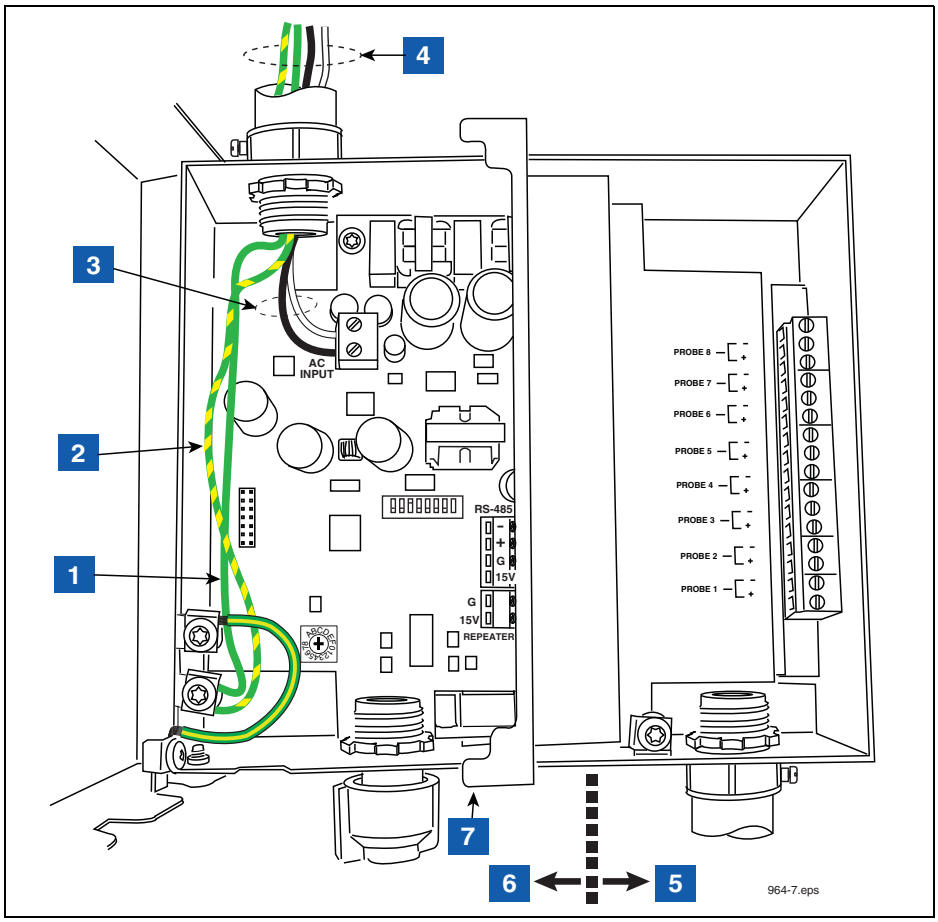
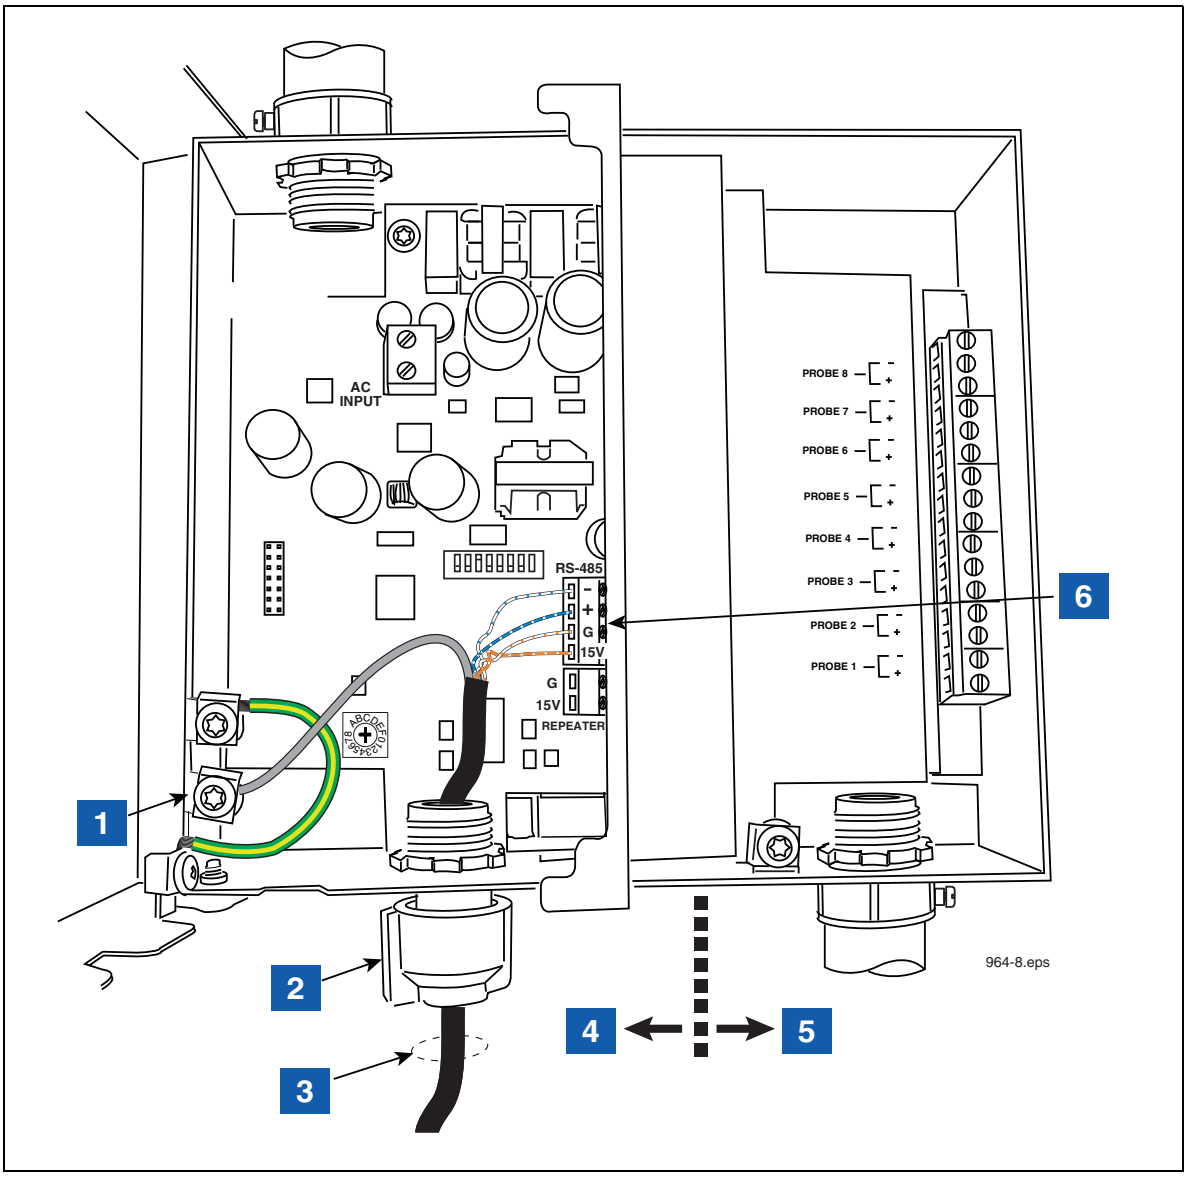
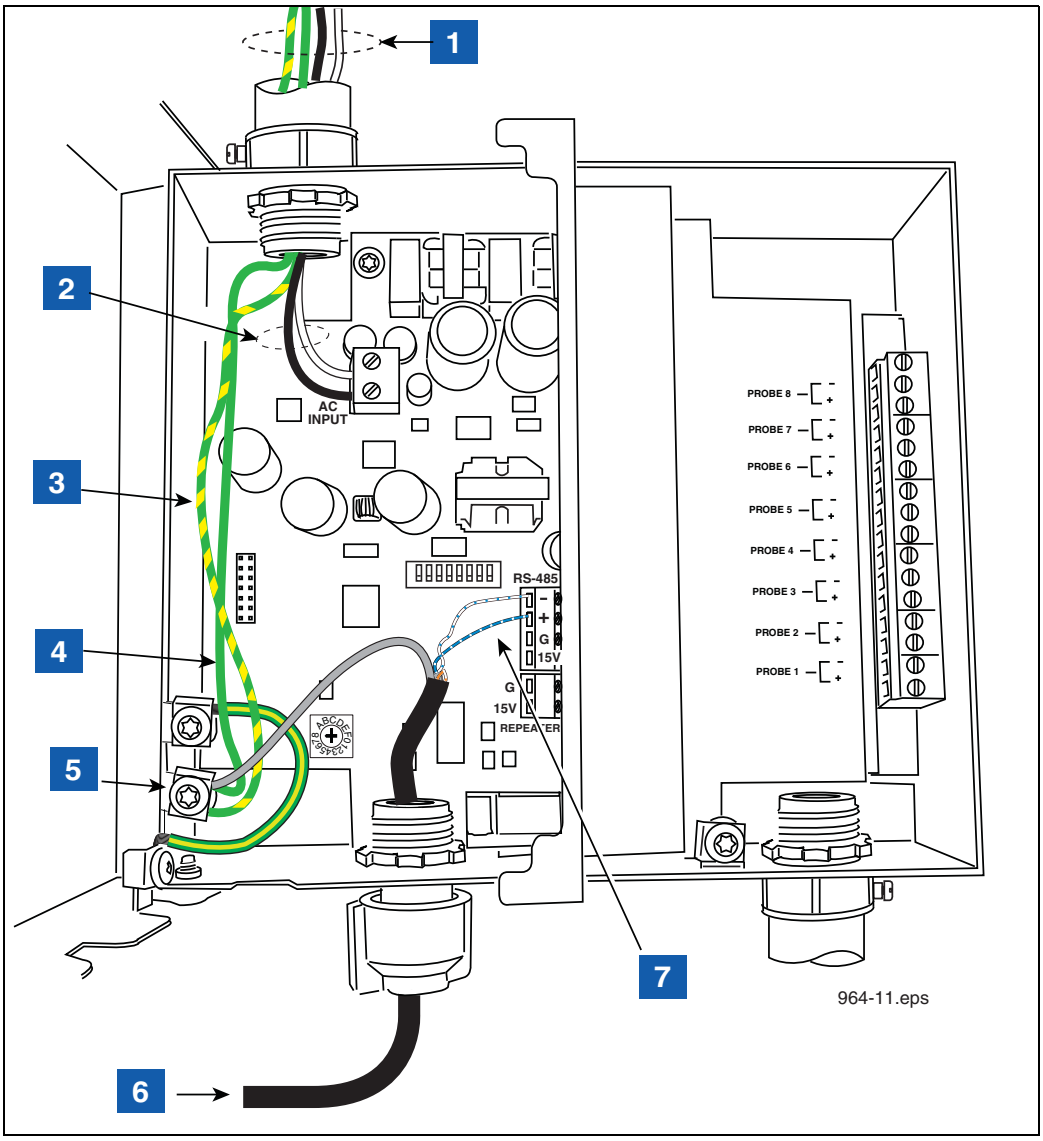
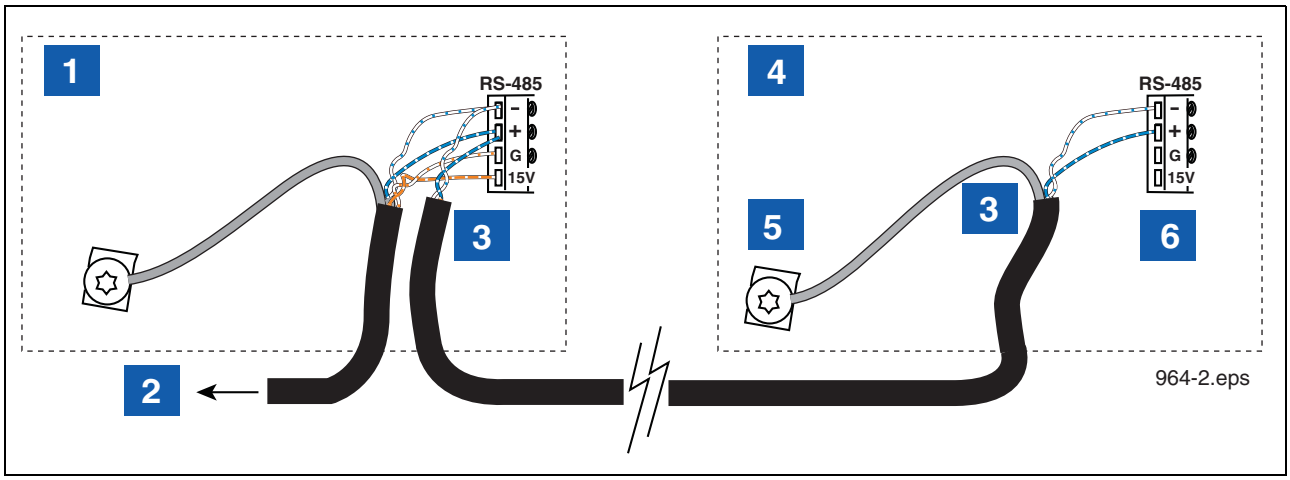

**Figure 6. Wiring AC Power To The TLS RF**
**Figure 7. Wiring Receiver To The TLS RF**
**Figure 9. Power Connections To A Daisy Chained TLS RFs**
**Figure 10. RS-485 Cable Connections When Daisy Chaining Two TLS RFs**
4. Using a #15 torx driver, open the covers of the TLS RF, Repeater and Receiver. Make a temporary ac power cord with a grounded plug on one end. Connect the ac power cord to the TLS RF's input power terminals and ground terminal (refer to Figure 6 and Figure 7). Connect a necessary length of RS-485 cable from the TLS RF's RS-485 terminals to the Receiver's RS-485 terminals (refer to Figure 20). Connect a necessary length of 2-conductor cable from the Receiver's Repeater terminals to the Repeater's Repeater terminals (refer to Figure 21).
To connect power wiring see Figure 6. To connect Receiver wiring see Figure 7. To daisy chain two TLS RFs, see Figure 9 and Figure 10. To connect TLS RF data output wiring to the TLS console see Figure 6.
| LEGEND FOR NUMBERED BOXES IN Figure 6 | |
| LEGEND FOR NUMBERED BOXES IN Figure 7 | |
| LEGEND FOR NUMBERED BOXES IN Figure 9 | |
| 1. POWER WIRING NOTES:• Barrier ground must be #12 AWG or larger diameter.• Check to be sure that the electrical resistance - between the unit ground lug and a known good earth ground is less than 1 ohm.• Connect the power supply wires in the power panel to a separate dedicated circuit.• Electrical rating power input - 120 Vac or 240 Vac, 50/60 Hz, 2 A max.• See Figure 2 for actual locations of power conduit knockouts into the unit. Power wiring must enter only in one of these knockouts.2. AC power input wires (#14 AWG) to AC input terminals. | 3. Protective earthing conductor (green and yellow). Attach #12AWG barrier ground wire to ground lug. Ground must be the same as the supply and less than 1.0 ohms to ground.4. Attach chassis ground wire (#14 AWG) to ground lug.5. Connect the shield of the RS-485 cable to the ground lug.6. RS-485 cable from master TLS RF.7. See Figure 10 for connections. |
| LEGEND FOR NUMBERED BOXES IN Figure 10 | |